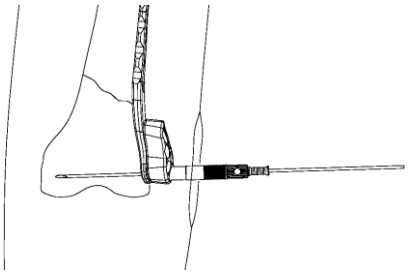

図 1
1)　ドリルスリーブにガイドピンスリーブを組み付け，対側皮質を突き抜けないよう，適位置までガイドピンを刺入します．（図 1）